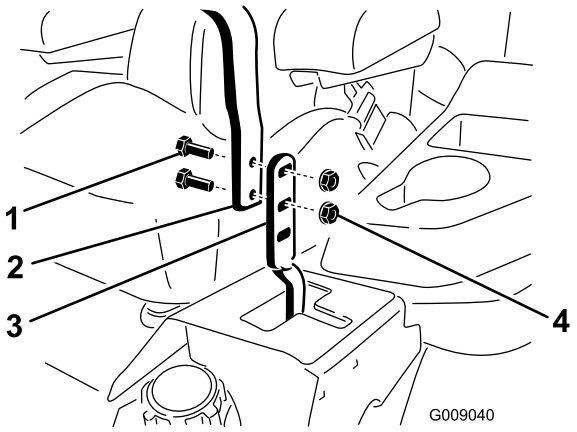

Figur 80
3. Løsn boltene og de flangemøtrikker, der er monteret i håndtagene (Figur 80).